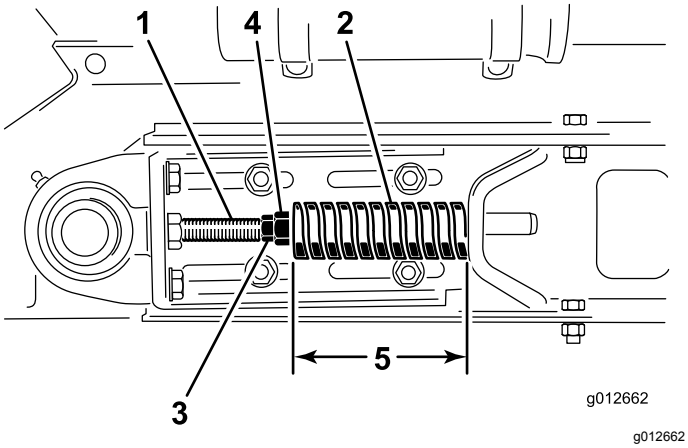

Figur 20
3. Lossa den bakre kontramuttern (Figur 20).